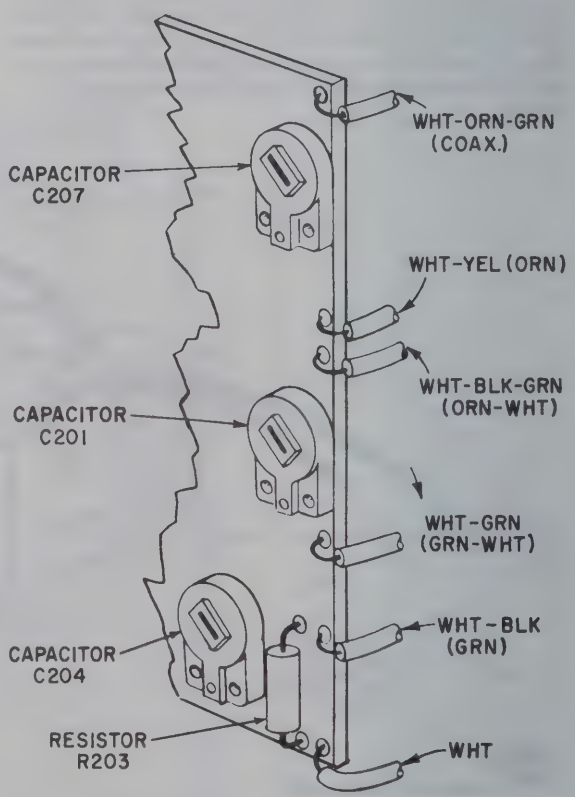

Figure 5-8. Wiring Between Switch S202 and Etched Circuit Board A201
(9) At the grounded terminal of the tie lug strip, disconnect black wire from the cable.
(10) Disconnect the white, white/black, white/black/green, white/yellow, and the white/orange/green wires from etched circuit board A201. This wiring is indicated in figure 5-8, which also shows the corresponding colors for Model AN/USM-140C.
(37) Dress the five wires identified above so they are in sequence for connecting to circuit board A201 (see figure 5-8).
(38) Remount assembly of circuit boards A201 and A203 on chassis. Use two 6-32 x 3/4 inch mounting screws and #6 internal-tooth lockwasher under each screw head.
(39) Refer to figure 5-8 and connect five wires identified in step 37 to circuit board A201.
(40) Replace but do not tighten two 6-32 x 3/8 inch mounting screws for switch S202 rear mounting bracket. Place 6 x 3/8 inch flat washer under each screw head.
(41) Tighten front-panel mounting nut.
(42) Be sure no wires are pinched under switch S202 rear mounting bracket and tighten mounting bracket screws.
(43) Remount the X100 Gain control R223. Place internal-tooth lockwasher under mounting nut. Be sure locating lug is in corresponding chassis hole before tightening mounting nut. Be sure no wires are pinched under control.
(44) Remount Vern Bal control R211. Follow same procedure given for R223 above.
(45) Replace shaft locknuts on R223 and R211.
(46) Connect and solder the white wire from the center terminal of the Vern Bal control R211 to insulated terminal of tie lug strip on the rear mounting bracket of S202.
(47) Connect and solder the black wire from cable to the grounded terminal of tie lug strip on the rear mounting bracket of S202.
(48) Replace the black knob on the HORIZONTAL DISPLAY switch S202. Be sure switch is rotated fully clockwise. Tighten both setscrews with knob pointer in X100 position.
(49) Replace the red knob on the EXTERNAL VERNIER control shaft. Rotate shaft fully clockwise to CAL position and tighten knob so pointer points to CAL.